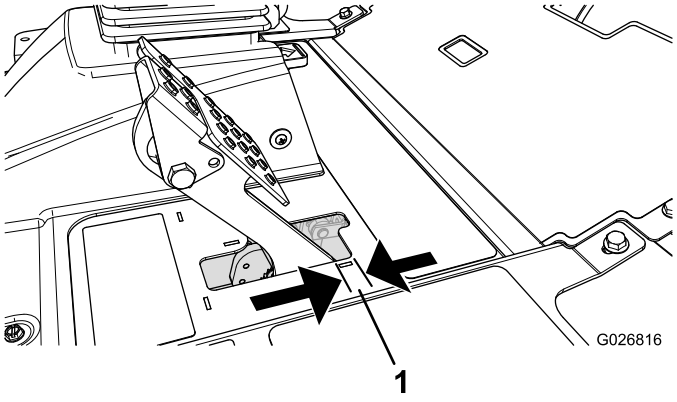

Figur 53
Juster bremsene når det er mer enn 2,5 cm frigang (Figur 53) på bremsepedalen, eller når det kreves mer bremsekraft. Frigang er avstanden bremsepedalen kan beveges før du merker bremsemotstand.
2. Trekk til den bakre mutteren for å flytte kabelen bakover til bremsepedalene har en frigang på 6,3 til 12,7 cm (Figur 53), før hjulene låses.